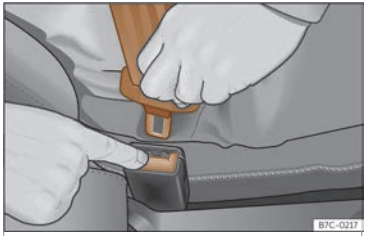

Fig. 10 Soltar a lingüeta do peche do cinto.
- Prema a tecla vermella no peche››› **fig. 10** . A lingüeta saltará do peche.